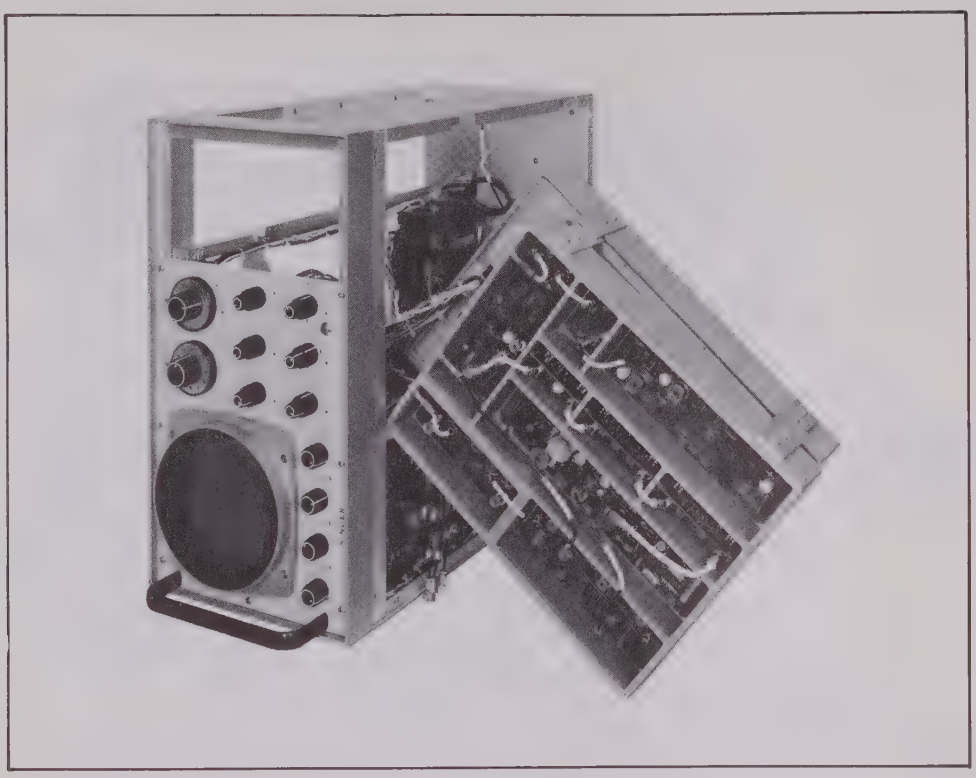

Figure 4-11. Placement of Equipment to Gain Access to Back I-f Assembly A3
i. Place the castings on the Main Frame (see figure 4-11) and connect all coaxial and power connectors to their mating receptacles.